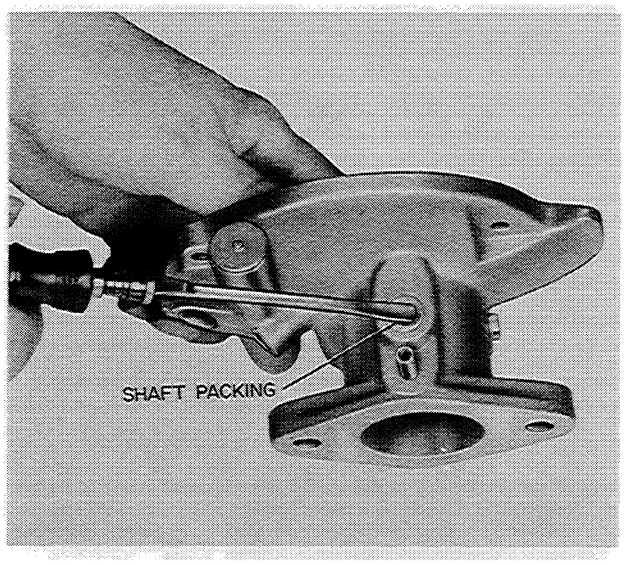

Figure N-18
10. If there is excessive wear between the shaft and the throttle body, the shaft and packing should be replaced. The throttle shaft packing and retainer can easily be forced out by using a small screw driver or a punch, Figure N-18.